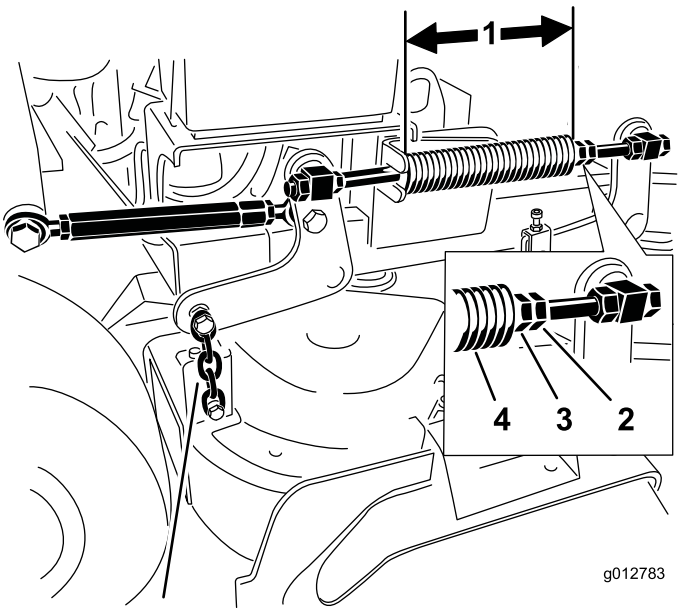

Figuur 89
2. Controleer de lengte van de drukveer. De nominale lengte bedraagt 28,2 cm voor maaidekken van 91 cm en 25,7 cm voor maaidekken van 102 cm (Figuur 89).
3. U kunt deze afstand instellen door de contramoer van de veer los te draaien en vervolgens te draaien aan de moer op de voorkant van elke veer (Figuur 89).
4. U borgt de moer in deze stand door de contramoer van de veer vast te draaien (Figuur 89).